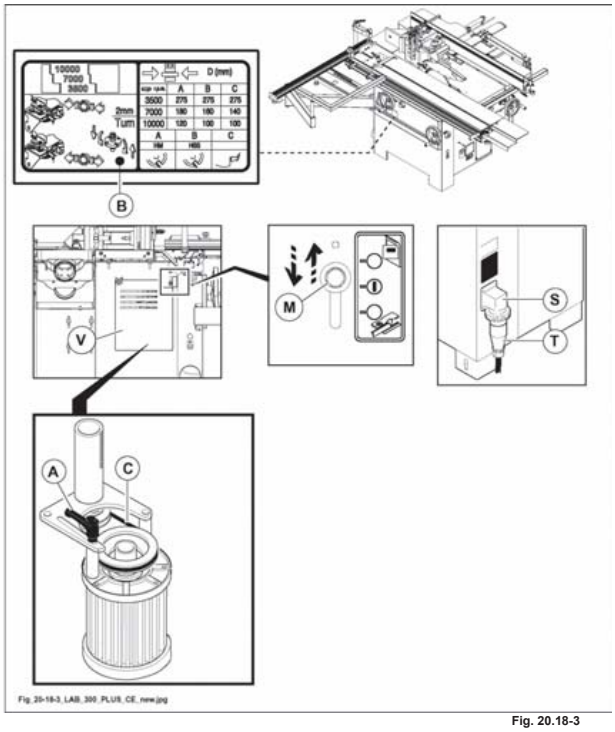

Fig. 20.18-3
prima di effettuare qualsiasi operazione togliere l'alimentazione elettrica e scollegare il cavo di alimentazione (presa T fig. 20.18.3) dalla spina (S fig. 20.18.3).
- Sollevare la leva (M fig. 20.18.3) (agisce su un micro che impedisce l'avviamento del motore).
- Aprire lo sportello (V fig. 20.18.3).
- Allentare la maniglia a ripresa (A fig. 20.18.3).
- Spingere il motore. La cinghia (C fig. 20.18.3), ora, è allentata e può essere sostituita.
- Inserire la cinghia nelle gole delle puleggie in base alla velocità desiderata, facendo riferimento alla targhetta (B fig. 20.18.3).
- Agire sul motore allontanando le due pulegge e serrare la maniglia (A fig. 20.18.3).
- Chiudere lo sportello (V fig. 20.18.3).
- Abbassare la leva (M fig. 20.18.3).